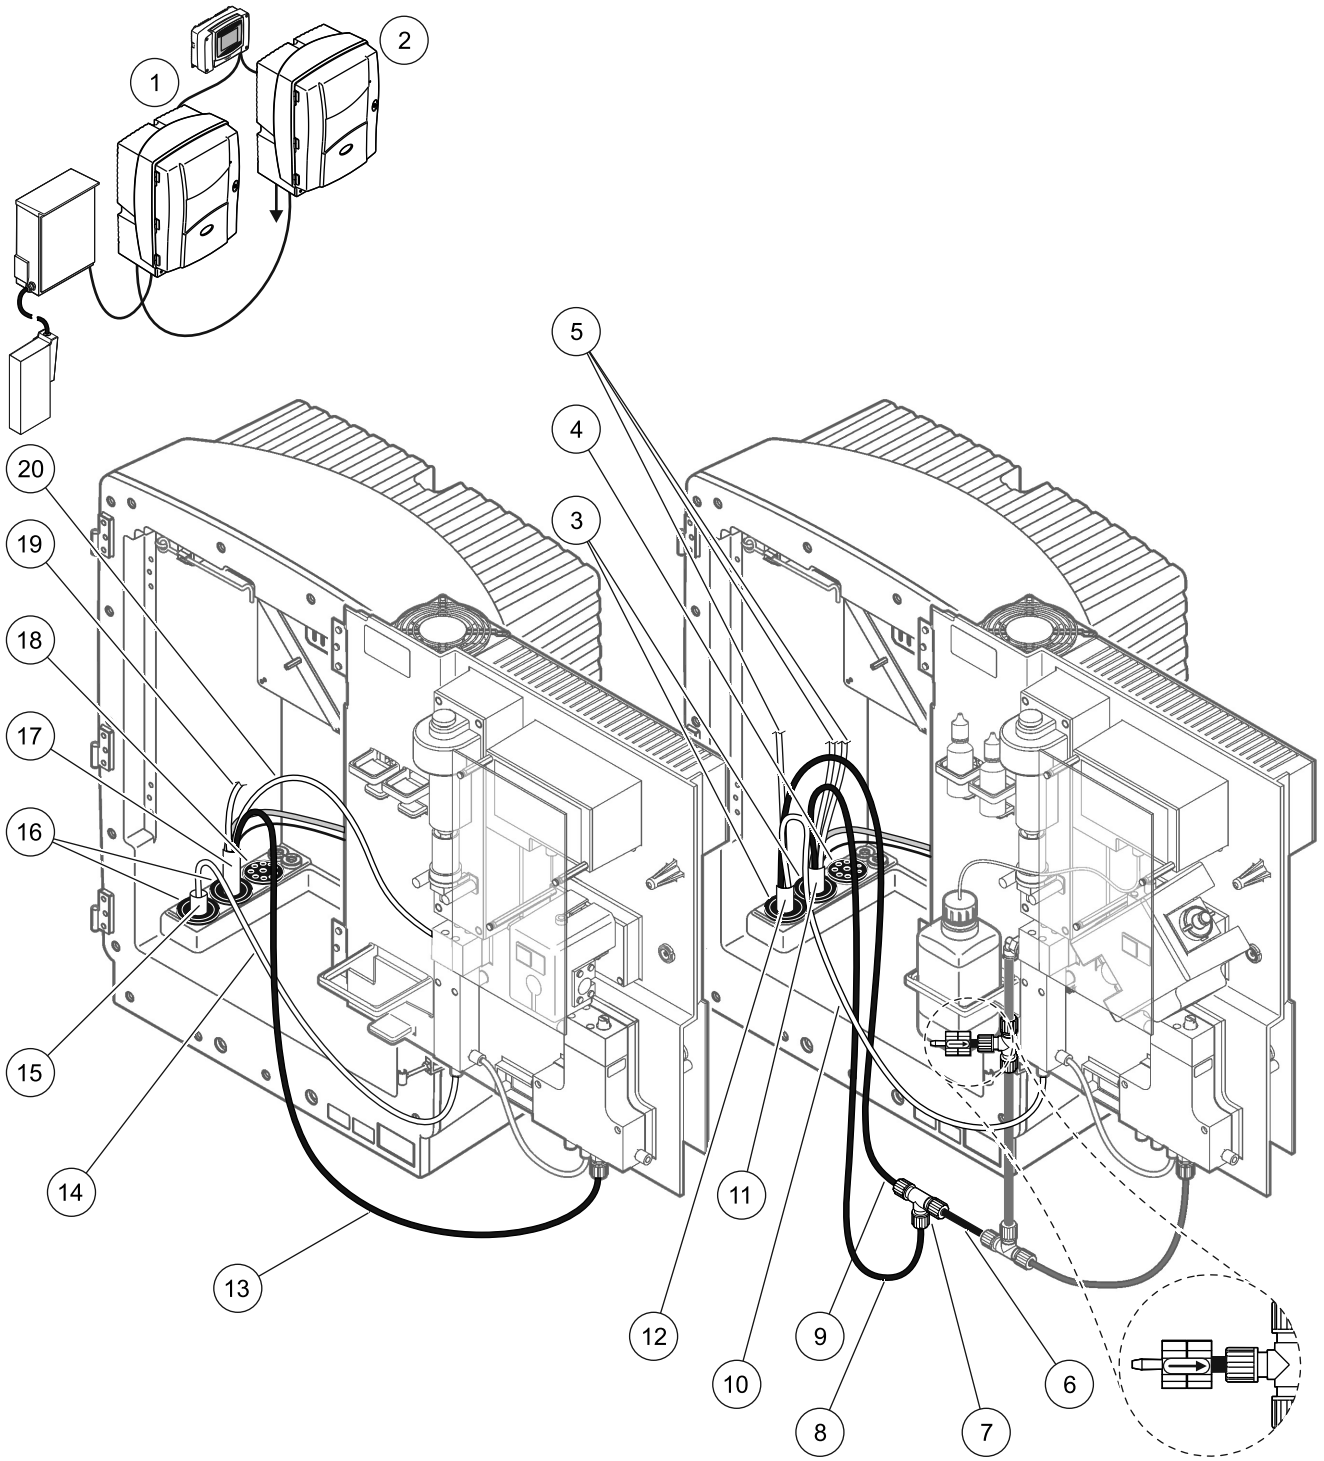

图 30 选项 4 设置
请参考图 30 以及选项 4 的以下说明：
a. 通过分析仪开口从 FILTRAX 引出加热的软管 （图 30，项目 15）。使用 1 号密封塞 加固。